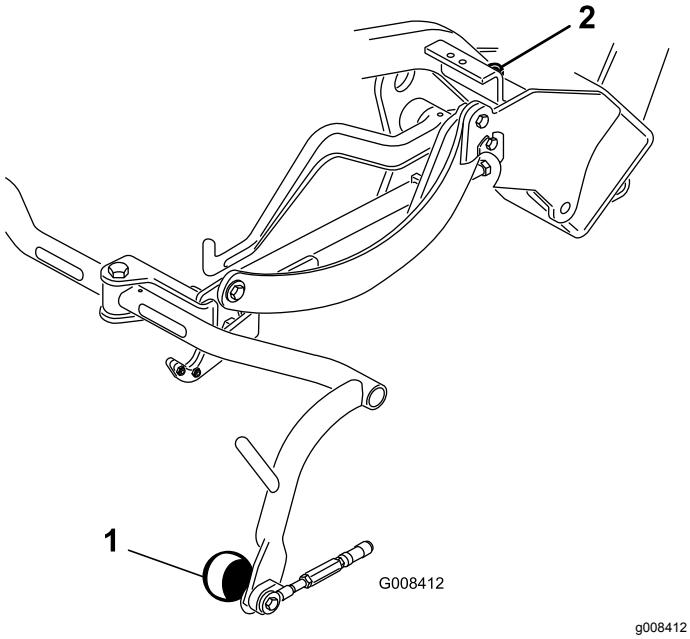

Figur 9
3. Lossa på kontramuttern på bärramsstoppskruven (Figur 9) om frigången måste justeras, och rotera skruven uppåt eller nedåt för att höja eller sänka bärramen. Dra åt kontramuttern för att säkra justeringen.